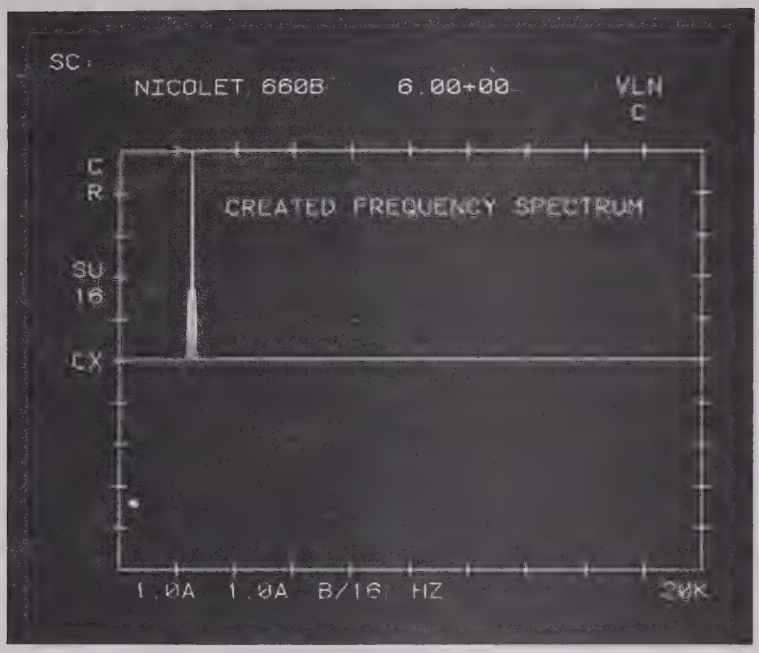

FIGURE D-2
(Refer to Figure D-2 which shows real part of an inserted complex frequency spectrum.)
12. 2 SHIFT 2, 5 : Refer to Figure D-2.